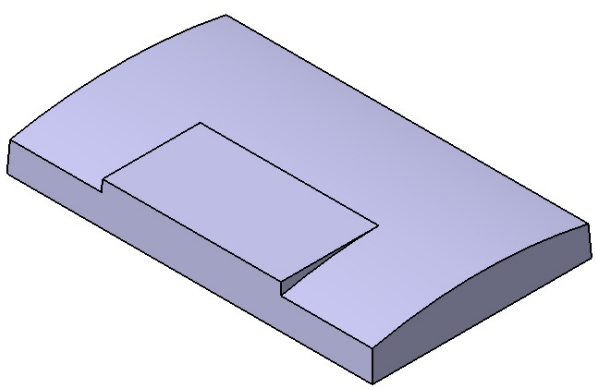

Figure 6-109 *The model after drafting all vertical faces*
c. Add the draft feature to all faces of the model except the upper and lower faces, refer to Figure 6-109.
4. Set the value in the **Angle** spinner to **-3** and choose the **OK** button from the **Draft Definition** dialog box. The model after creating the draft feature is shown in Figure 6-109.